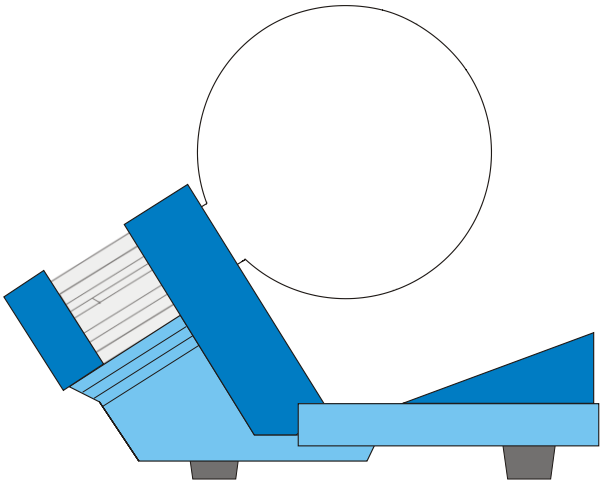

Fig. 1 Aufbau einer Röhre
- Röhre mit leichtem Druck in die Fassung schieben bis die Stiftkontakte vollständig in der Fassung sitzen, dabei auf eindeutige Position des Führungsstiftes achten (siehe Fig. 1).